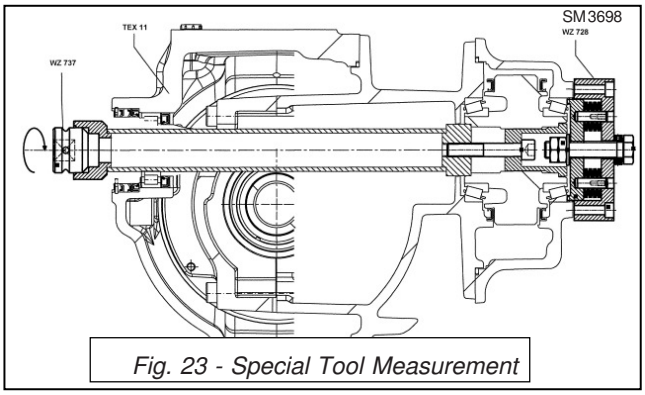

Fig. 23 - Special Tool Measurement
22. Install tool 15503094 to turn the bearing. Then install tool 1503095 and press the tapered roller bearing race until it seats firmly on the bearing. Refer to Figure 23.